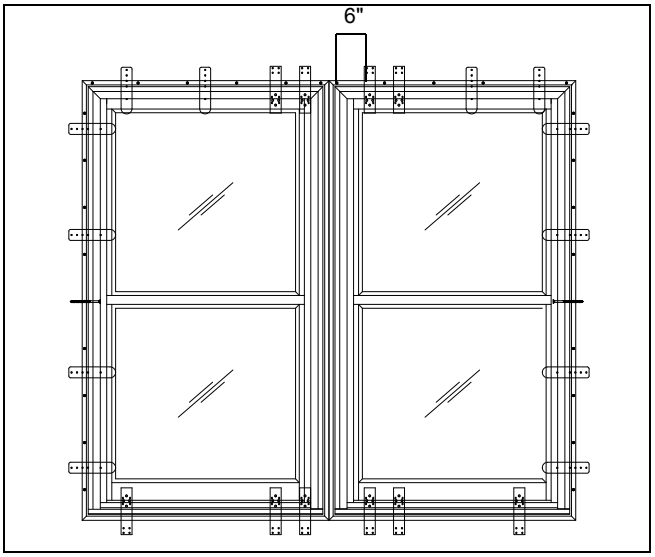

Figure 8
NOTE: All mulled units require fastening with two screws or structural brackets on each side of the mull joint. Spacing shall be no more than 6″ (152) from mull joint. Additional brackets should be placed at the corners to level unit. See figure 8.